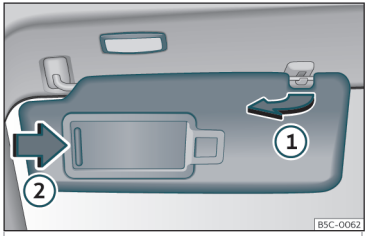

Fig. 94 Sun visor
- The sun visor can be pulled out of its mounting and turned towards the door ››› Fig. 94 ①.